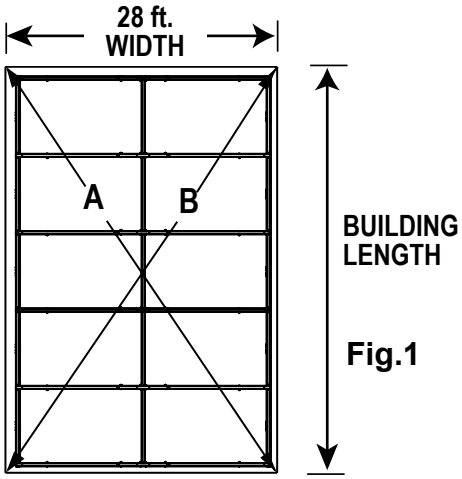

Fig.1
A. Stake out the area for the shelter in the desired spot. The width of the area should be at least equal to the width of the shelter and the length should be equal to the length of the shelter **Fig. 1**.